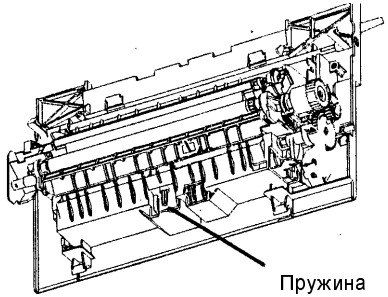

Рис. 2. Демонтаж пружины
5. Снимите пружину с тормозной площадки обходного лотка (Рис. 2).